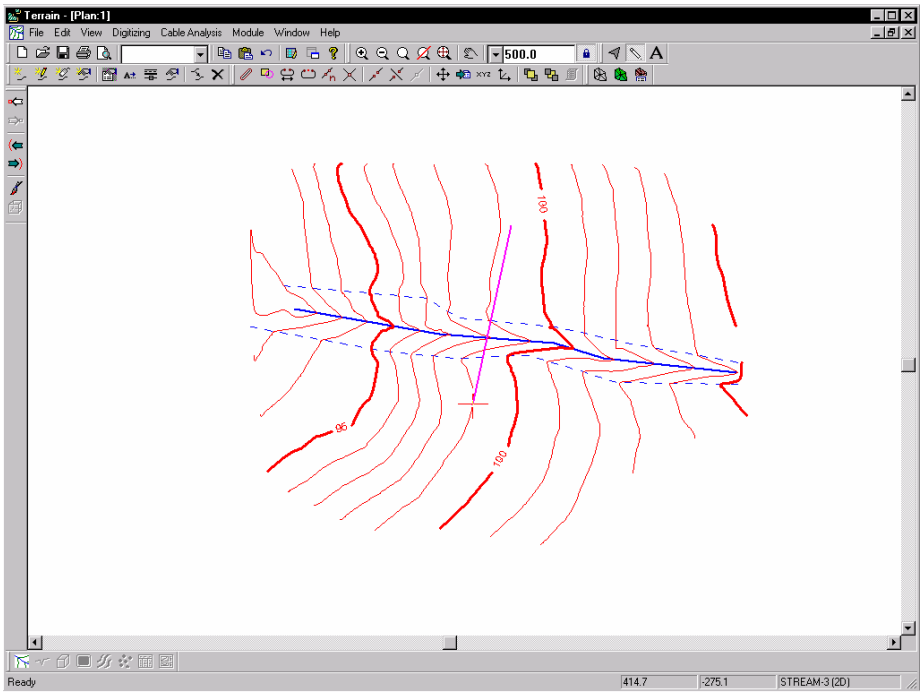

Figure 9.4: 2D Feature across the Stream
5. Draw a feature with two points perpendicular to the stream (similar to that shown in *Figure 9.4 - 2D Feature Across the Stream*) For more information about drawing a feature please refer to the Mapping and Drafting section of this manual. Right mouse click, and select "Select with Mouse".
3. In the Plan Window, draw a feature with two points perpendicular and crossing the stream as shown in Figure 9.4.